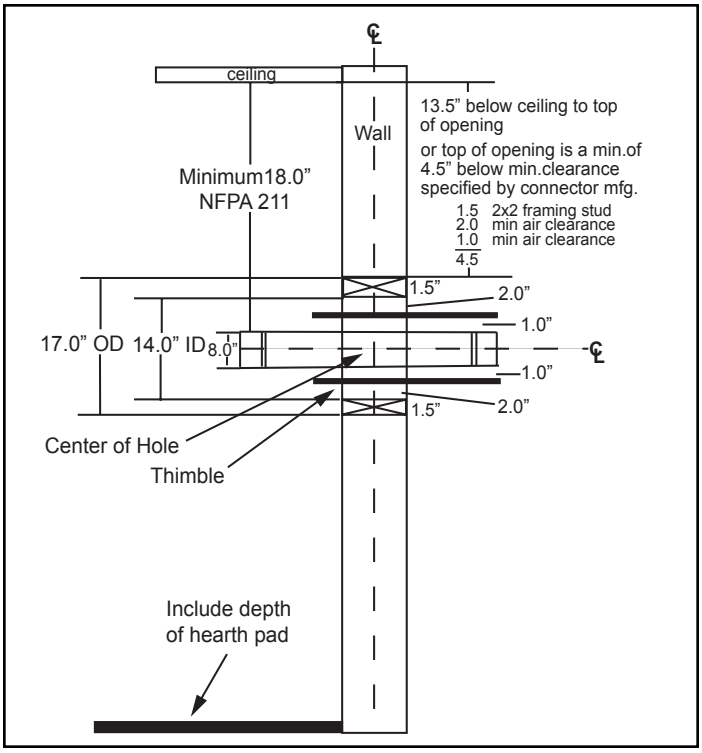

Figure 4.3
- Top of wall opening is a minimum of 13-1/2” (343 mm) from ceiling or 4-1/2” (114 mm) below minimum clearance specified by chimney connector manufacturer. NFPA 211 minimum vertical clearance of 18” (457mm) from chimney connector and ceiling or minimum recommended by chimney connector manufacturer, Figure 4.3
1. Open inside wall at proper height for the chimney connector to enter the masonry chimney, Figure 4.3